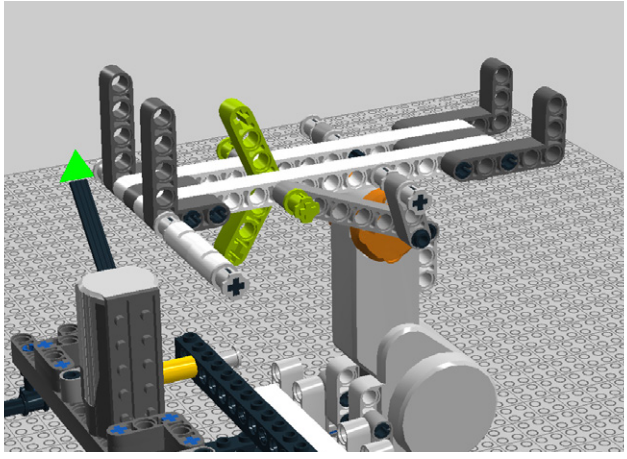

Figure 5-89. *Step 82: Attaching the beam and cross axle*
82. This 4x4 angle beam, secured with a 7M cross axle and two bushes, presses on the syrup bottle to help dispense (see Figure 5-89).